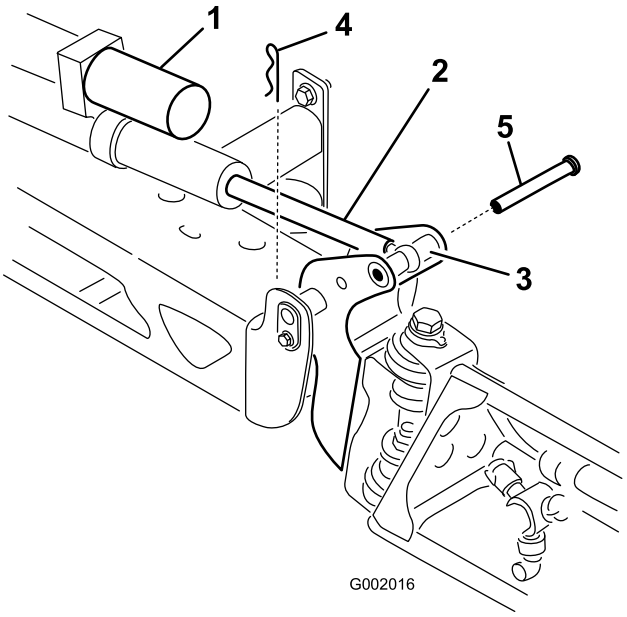

Figur 34
2. Fjern hårnålssplinten fra svingbolten (Figur 34).
3. Løft opp på bommen og fjern pinnen (Figur 34). Senk bommen sakte ned til stopperen.
6. Hev opp på bommen for å innrette dreietappen med aktuatorstaget. Mens du holder bommen, skal du føre pinnen gjennom begge bommens dreietapper og aktuatorstangen (Figur 34).